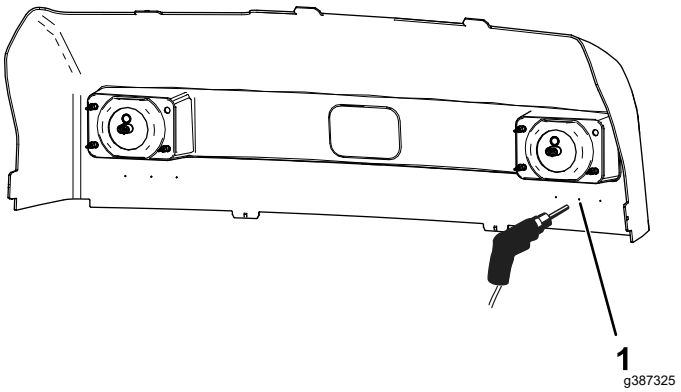

Figura 2
1. No interior do capot, localize os três pontos debaixo de cada farol e encontre o ponto central como ilustrado em Figura 2.